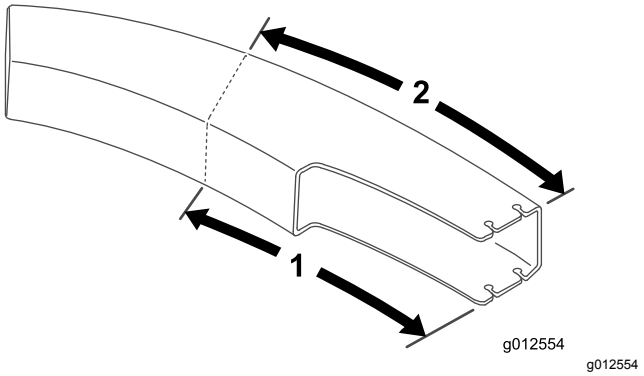

Figura 28
1. Con las dimensiones que se muestran en Figura 28, utilice una cinta métrica y marque el conducto.